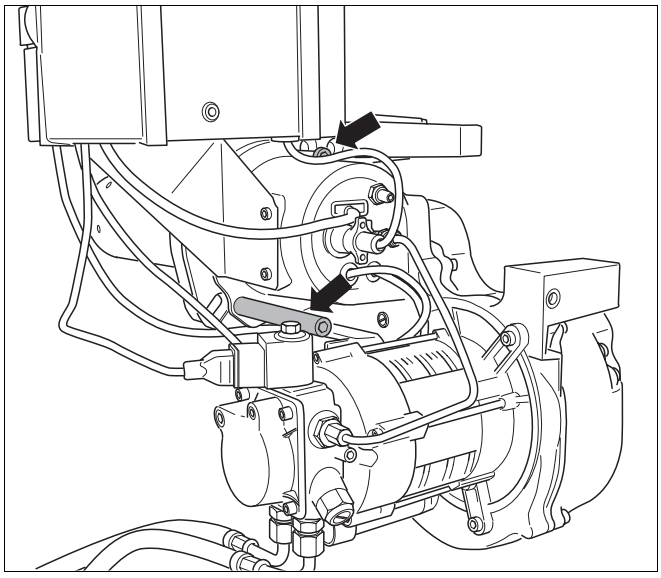

Afb. 31 Draai de schroeven van de bajonetbevestiging los
- Draai de beide schroeven van de bajonetbevestiging los (afb. 31, **pijlen**).